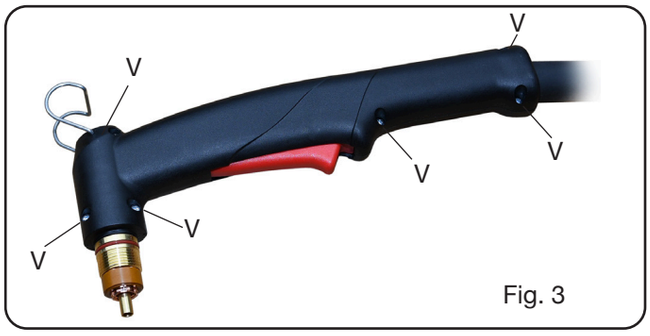

Fig. 3
- Unscrew the 6 screws **V** Fig.3 and remove the **LH** grip.
- Unscrew the 6 screws *V* Fig.3 and remove the *LH* grip.